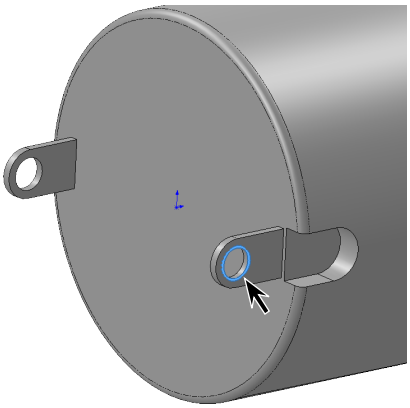

Fig. 34
Step 1. Click a **cylindrical edge of a terminal** to select it, **Fig. 34**.